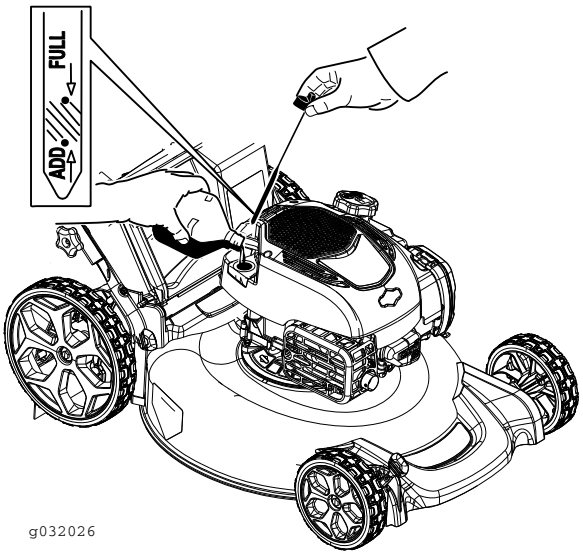

Figur 7
2. Ta ut oljestickan (Figur 7) och häll i ungefär 3/4 av vevhusets oljekapacitet i påfyllningsröret för olja.
5. Ta ut oljestickan och läs av oljenivån (Figur 7).